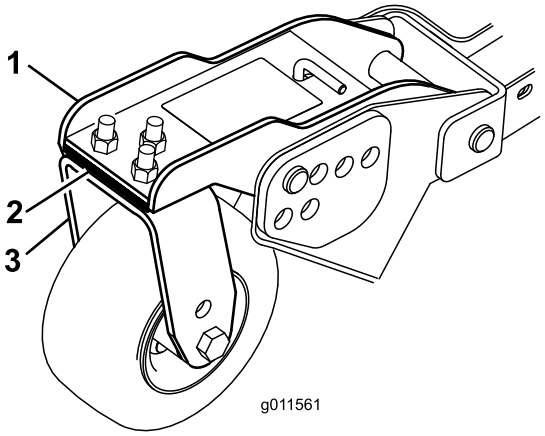

Bild 27
3. Stellen Sie die Beilagscheiben (3 mm) an den vorderen Laufradgabeln auf die entsprechende Schnitthöhe auf dem Aufkleber ein (Bild 27).